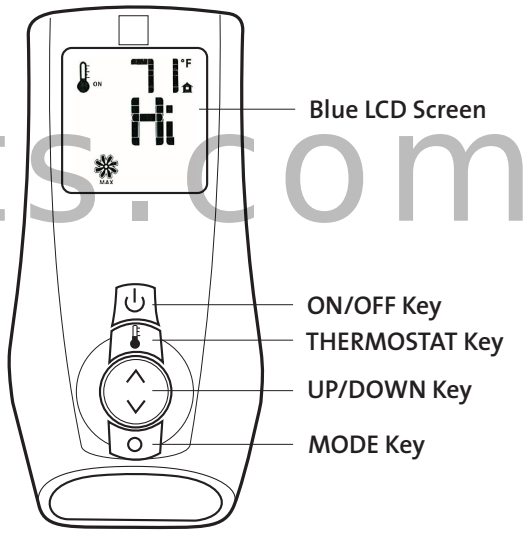
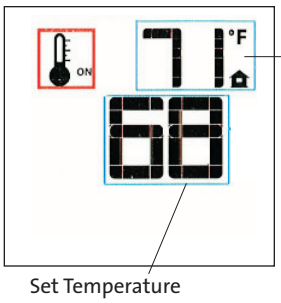
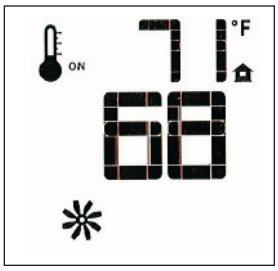

Figure 40. Remote transmitter function keys.
Figure 48. Thermostat ON
Figure 52. Fan Mode
The Transmitter features a simple button layout and informative display screen. See fig. 40. A bracket is included for convenient wall-mount storage.
- To activate this function, press the Thermostat Key, (Fig. 40.) The display will indicate that the room thermostat is "ON" and the current Set Temperature is now displayed. Fig. 48.
- Fan speed can be adjusted through six settings. To activate this function, press the Mode Key (Fig. 40) to index to the Fan Control icon. See fig. 52.